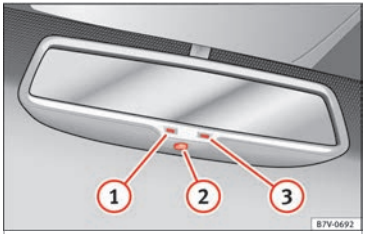

Fig. 148 Automatic anti-dazzle function for rear vision mirror
Key to **Fig. 148**:
(1) Control lamp
(2) Control
(3) Light incidence sensor
This function can be activated and deactivated by pressing the rear-view mirror switch ››› **Fig. 148** (2). When it is activated, the warning lamp lights up (1).